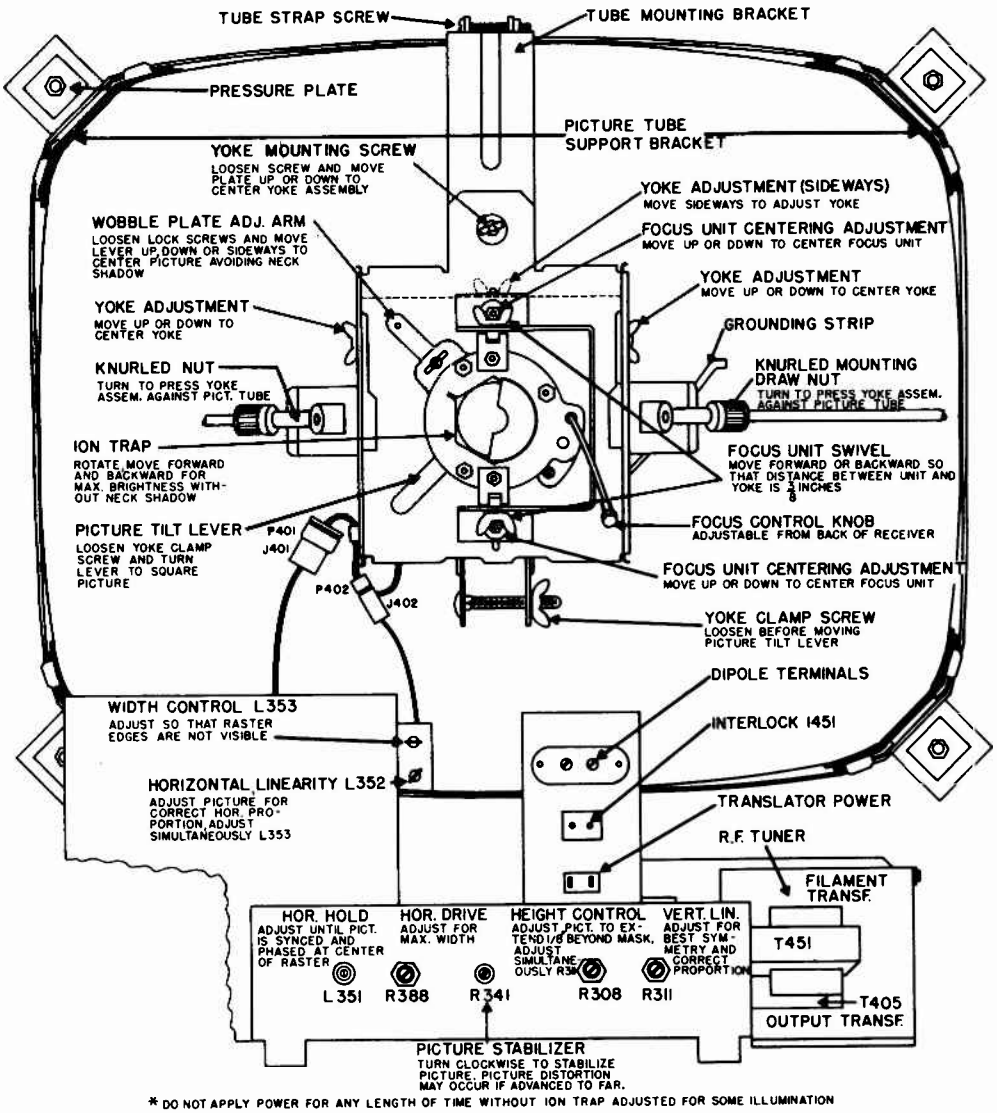

Fig. 4. Preset Controls and Picture Tube Adjustments (PM Unit Early Prod.)
3. Remove the two mounting bracket screws fastening the bracket to the cabinet, see Fig. 4.
8. Place picture-tube strap around rim of new picture tube, inserting the picture-tube support brackets between tube rim and strap as shown in Fig. 4.